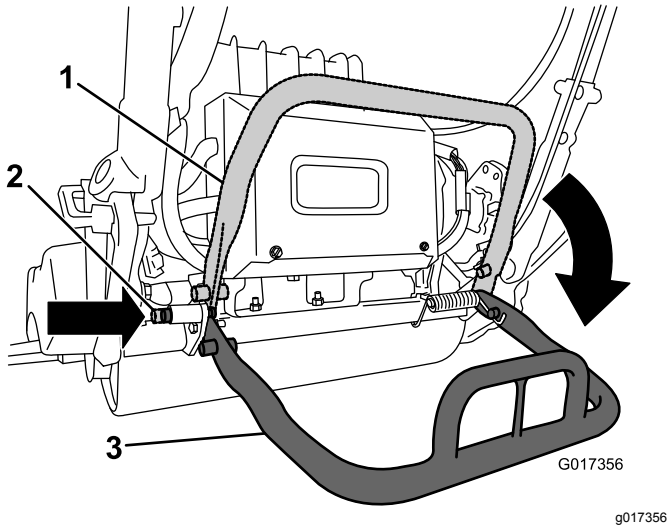

**Rysunek 30**
- Aby zapobiec przewróceniu się urządzenia do tyłu podczas demontażu wirnika, opuść podpórkę i wciśnij trzpień blokujący w celu zablokowania go w położeniu SERWISOWYM (Rysunek 30).